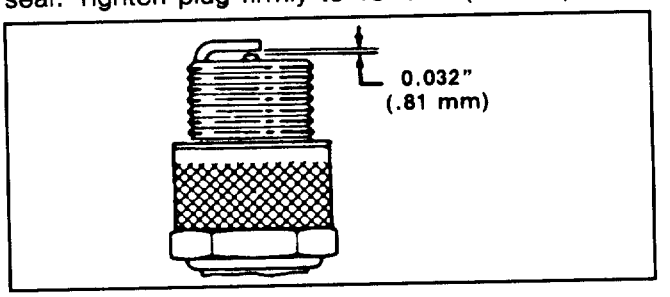

Figure 10
3. Set air gap at 0.032" (0.81 mm) (Fig. 10). Install correctly gapped spark plug and gasket seal. Tighten plug firmly to 15 ft-lb (20 N·m).